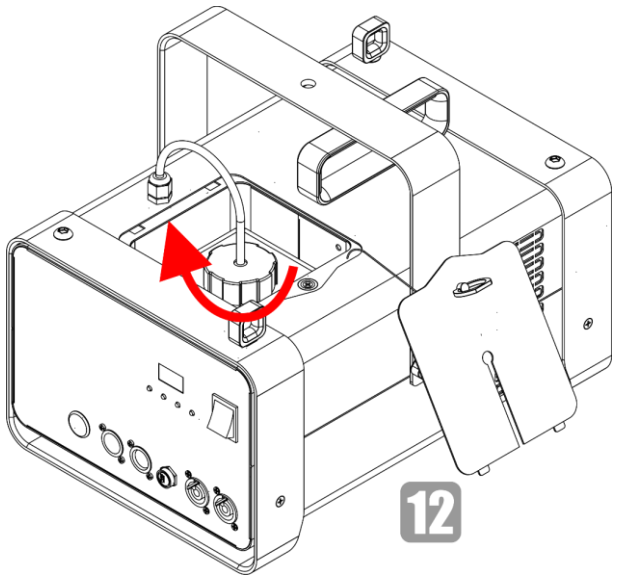

Fig. 18
12) Screw the lid back on the fluid tank, as shown in Fig. 18.